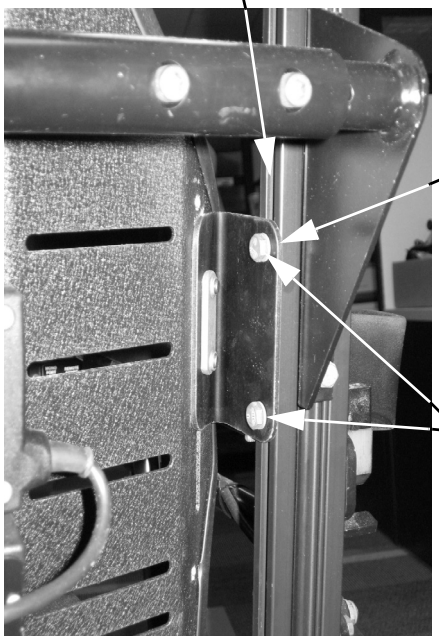
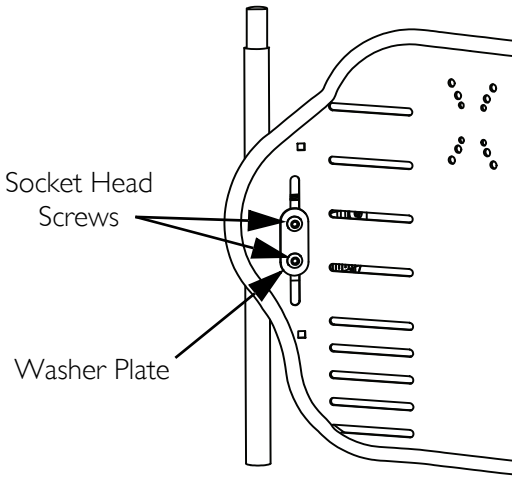

**FIGURE 2.8** Installation Details on an Invacare Power Wheelchair with Power Recline
**FIGURE 2.9** Secondary Height Adjustment
*NOTE: For this procedure, refer to FIGURE 2.8 and FIGURE 2.9.*